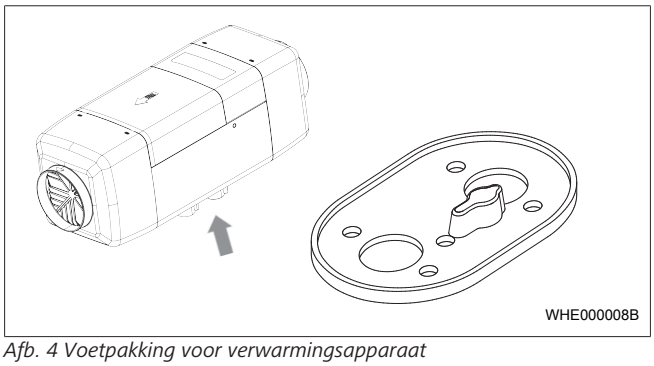

Afb. 4 Voetpakking voor verwarmingsapparaat
- ✓ M.b.v. het boorsjabloon openingen boren. Zie Afb. 4 en Afb. 28.